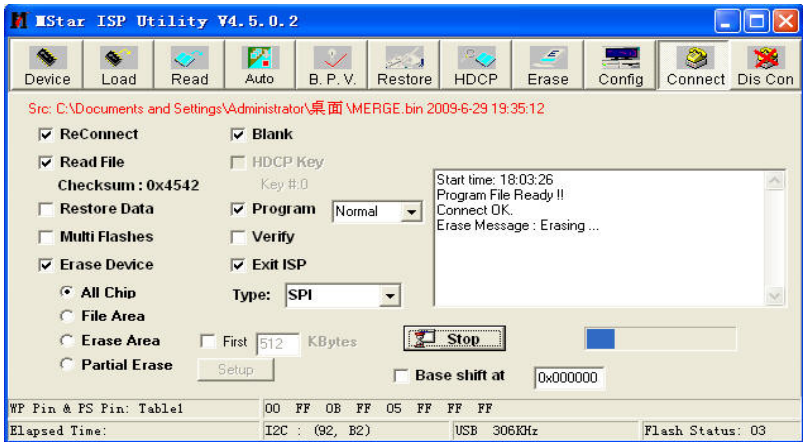

Fig. 5 Burning Configuration
5) Select menu “**Auto**”, then select items “**All chip**”, “**program**” and other configuration as **Fig. 5**